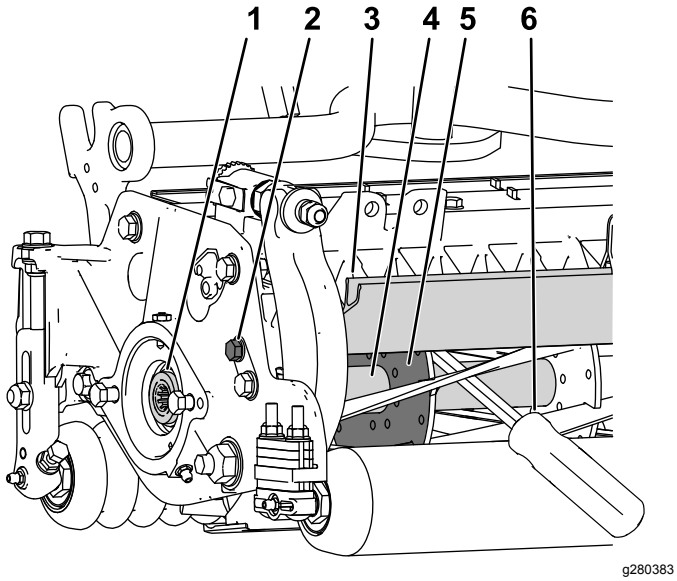

Bild 30
1. Lösen Sie die Schraube des Schutzblechs auf der linken Seite des Mähwerks und heben Sie das Heckschutzblech an (Bild 30).
2. Stecken Sie ein langes Hebeleisen (empfohlen 10 mm x 300 mm mit Schraubendrehergriff) durch die Rückseite der Spindel, nahe an der Seite des Mähwerks, die Sie anziehen werden (Bild 30).
3. Setzen Sie das Hebeleisen gegen die Schweißseite der Spindelhalterung (Bild 30).